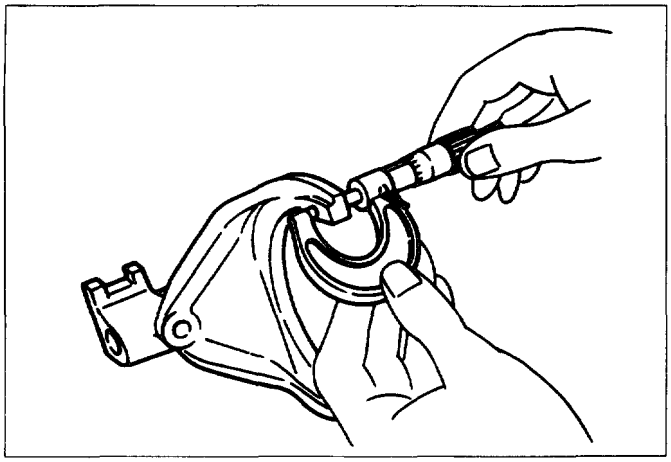

Fig. 7B-41
- Use a vernier caliper to measure the detent spring free length (Fig. 7B-42).